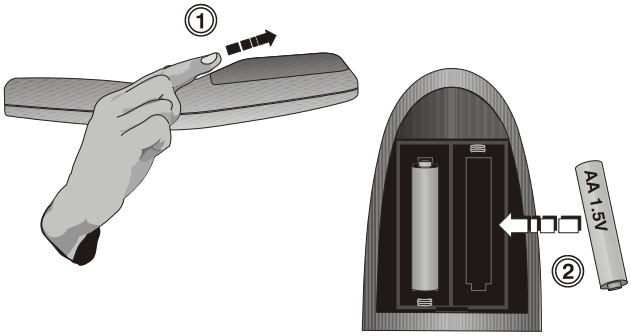

***Figure 4.1.Replacing Batteries***
**1)** Open the battery compartment at the backside of the keypad by placing your thumb in the oval depression and sliding the cover out about ½ inch. See Figure 4.1. Remove the old batteries and properly discard. Wait a minute or two.